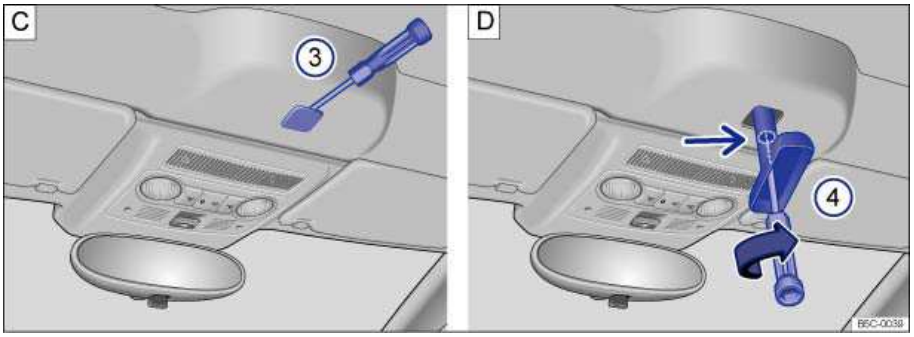

Fig. 156 Convertible top emergency closing (2).
- Carefully remove the front cover under the convertible top using the flat blade of the screwdriver ⇒fig. 156 **C** (3). The emergency locking mechanism is located behind it.
- Insert the emergency handle in the emergency release opening and turn until it locks into place **D** (4) (small arrow).
- Keep the handle pressed in place and turn the screw in the center of the emergency clockwise to tighten using the Phillips head end of the screwdriver **D** (4).